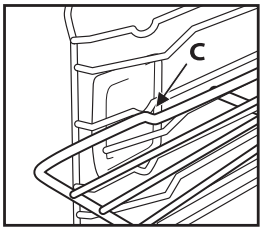

Bild 3
3. För tillbaka gallret till vågrät position och tryck in den helt "C" (Bild 3).